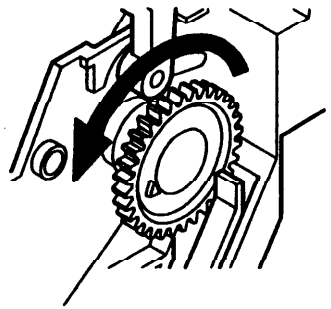

Рисунок 3 Поворот шестерни кулачка ASF
2. Поворачивайте шестерню кулачка ASF до тех пор, пока лотки ASF не перейдут в нижнее положение, а положение шестерни кулачка ASF не будет соответствовать показанному на рисунке (рис. 3).